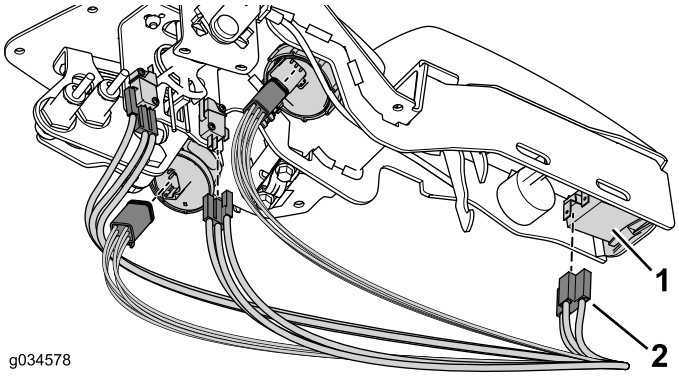

Rysunek 30
5. Podłącz wiązkę przewodów do odpowiednich złączy (Rysunek 30).